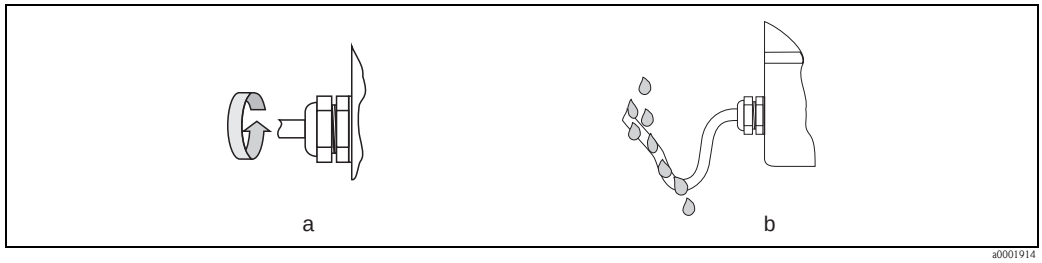

Fig. 13: Installation instructions, cable entries
- The cable entries must be firmly tighten (point **a** → Fig. 13).
- The cable must loop down in front of the cable entry ("water trap") (point **b** → Fig. 13). This arrangement prevents moisture penetrating the entry.